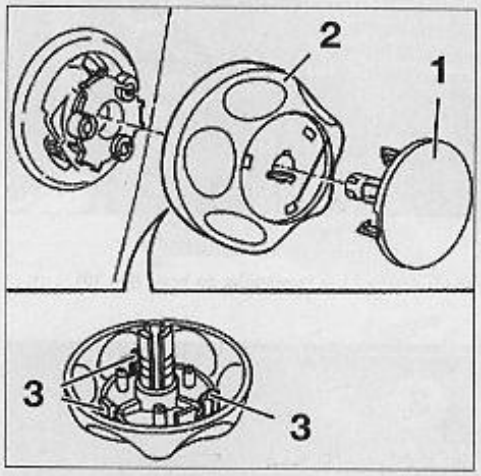

FIG. 13
• Déposer le capuchon (1) de la commande de réglage des lombaires (2), puis déposer cette dernière en dégageant les agrafes (3) (**Fig.13**).